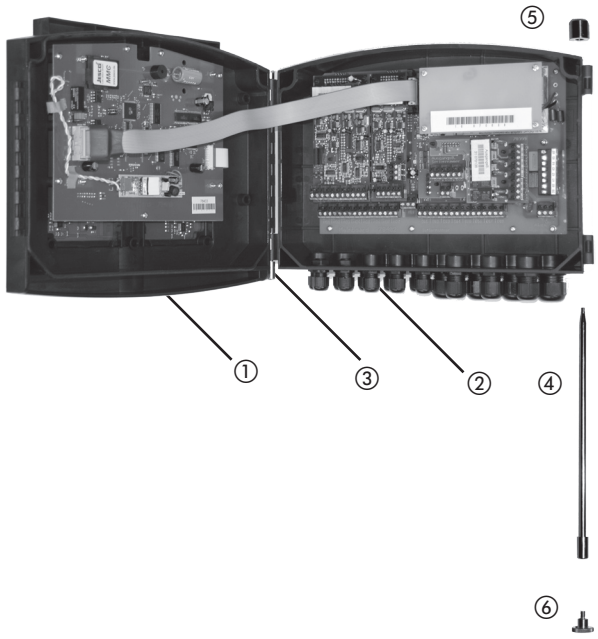

Fig. 4.2: Housing structure
The front housing ① and the rear housing ② of the controller are fitted together with two pivots (③ and ④) (see Fig. 4.2). The unit is designed so that the controller can be opened from either side.